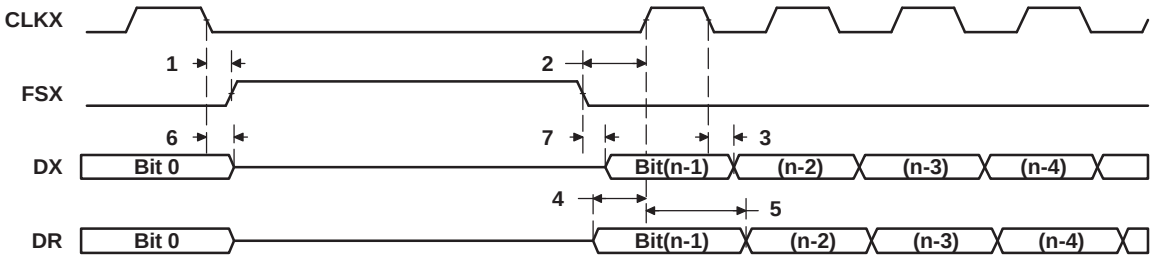

Figure 6-28. McBSP Timing as SPI Master or Slave: CLKSTP = 11b, CLKXP = 0
Table 6-45. Timing Requirements for McBSP as SPI Master or Slave: CLKSTP = 11b, CLKXP = 0[(1) (2)] (see Figure 6-28)
(1) P = SYSCLK3 period in ns. For example, when running parts at 600 MHz, use P = 10ns.
(2) For all SPI Slave modes, the rate of the internal clock CLKG must be at least 8 times faster than that of the SPI data rate. User should program sample rate generator to achieve maximum CLKG by setting CLKSM = CLKGDV = 1.
Table 6-46. Switching Characteristics Over Recommended Operating Conditions for McBSP as SPI Master or Slave: CLKSTP = 11b, CLKXP = 0[(1) (2)] (see Figure 6-28)